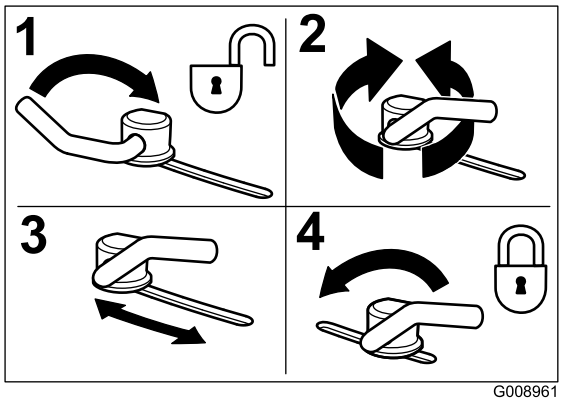

**Figur 31**
3. Knastlåsene justeres ved at svinge grebet op, så knastlåsen løsnes (Figur 31).
5. Sving grebet tilbage for at stramme skærm og knastlåse (Figur 31).